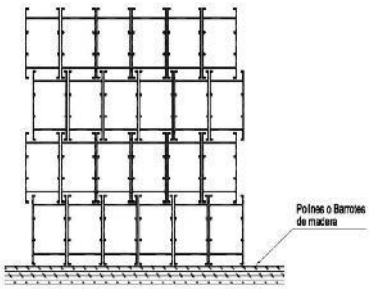

IMAGEN 1
- ✓ Los perfiles deben estibarse sobre superficies planas regulares y preferentemente sobre soportes o barrotes de madera cuadrados, para evitar el contacto con el suelo y permite mejor su desplazamiento con montacargas (ver imagen 1).